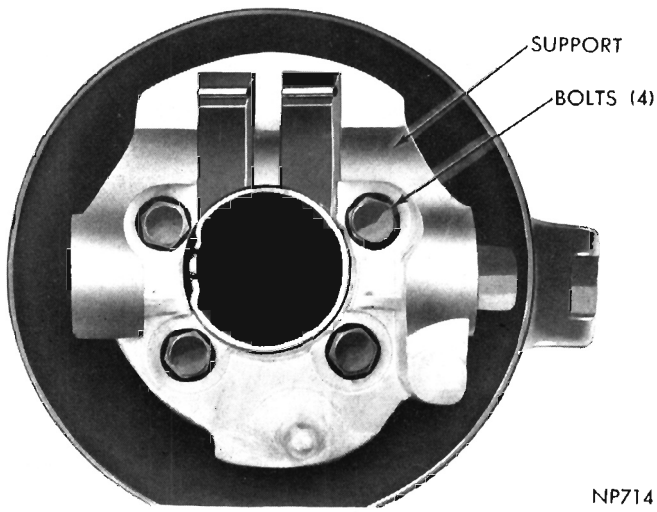

Fig. 11—Tilt Actuator Support and Bolts
(5) If removed, install shift gate on support with two screws. Position support on lock plate in shift lever bowl, install four retaining bolts and tighten to 50 inch-pounds (Fig. 11).